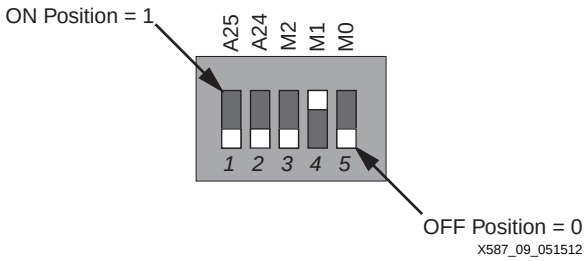

図 9 : VC707 SW1 : モード ピンおよび RS[1:0] ピンの設定
1. モード ピン M[2:0] およびリビジョン セレクト RS[1:0] に接続された 2 つの上位アドレス ライン A[25:24] が、図 9 のようにデフォルト設定になっていることを確認します。